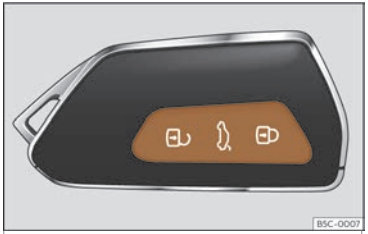

Fig. 75 Chave por control remoto:teclas.
- Bloquear: prema o botón ››› **fig. 75**.